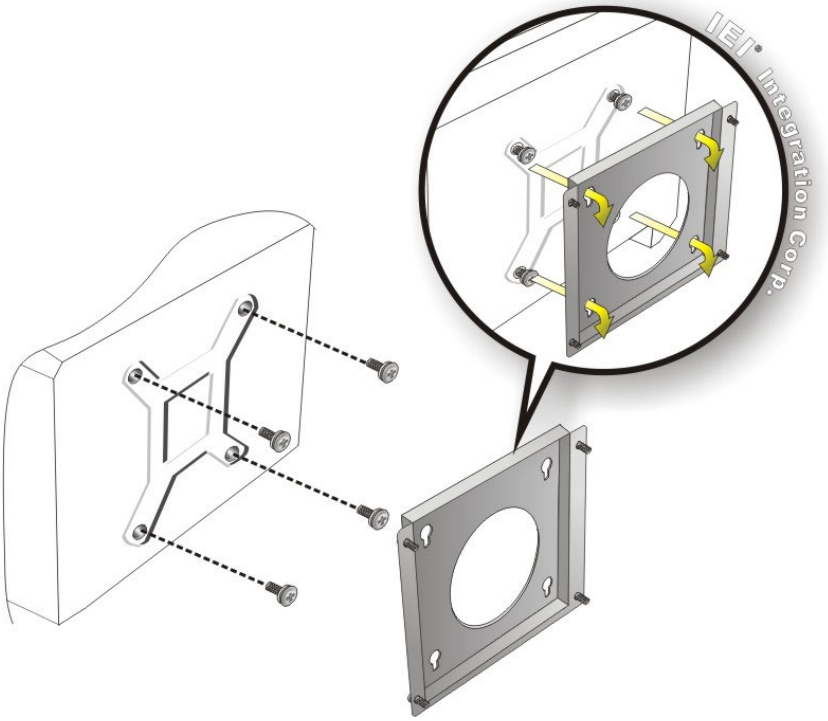

Figure 3-27: Mount the Chassis
Step 6: Insert the four monitor mounting screws provided in the wall mounting kit into the four screw holes on the real panel of the monitor and tighten until the screw shank is secured against the rear panel (**Figure 3-27**).
Step 8: Carefully insert the screws through the holes and gently pull the monitor downwards until the monitor rests securely in the slotted holes (**Figure 3-27**). Ensure that all four of the mounting screws fit snuggly into their respective slotted holes.